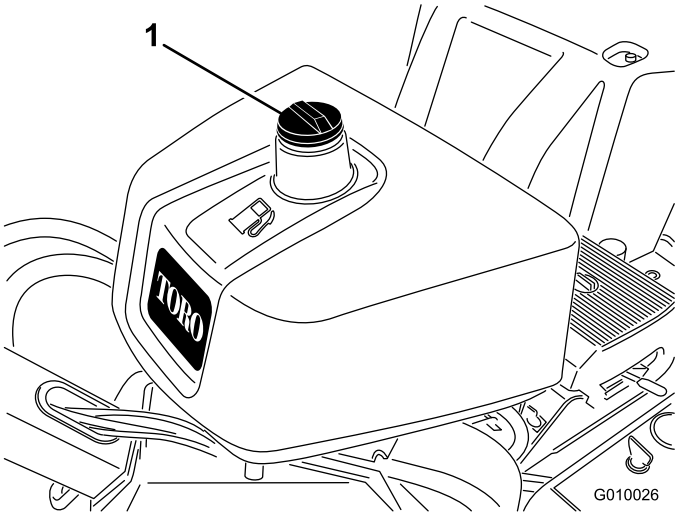

Figuur 16
2. Reinig de omgeving van de tankdop en verwijder deze (Figuur 16).